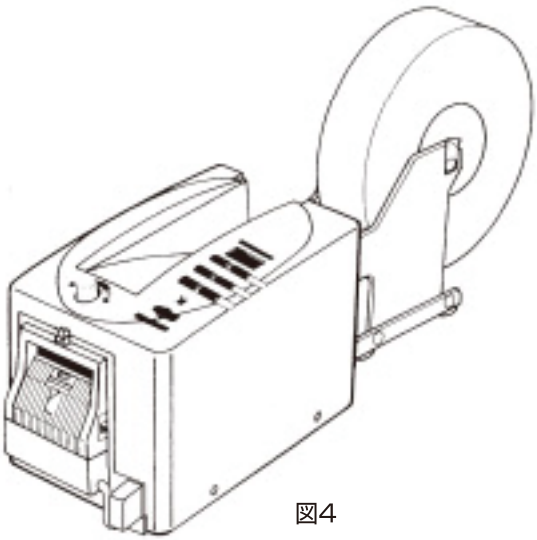

図4
3.テープをリールにはめこみ、リールスタンドのリール受けにセットします。（図4）